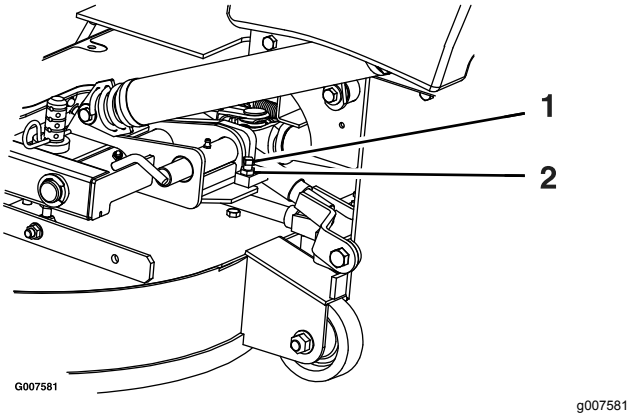

Figuur 82
2. Maak de contramoer los en draai de stopschroef rechtsom totdat de borgpen strak staat en niet met de hand kan worden gedraaid (Figuur 82).